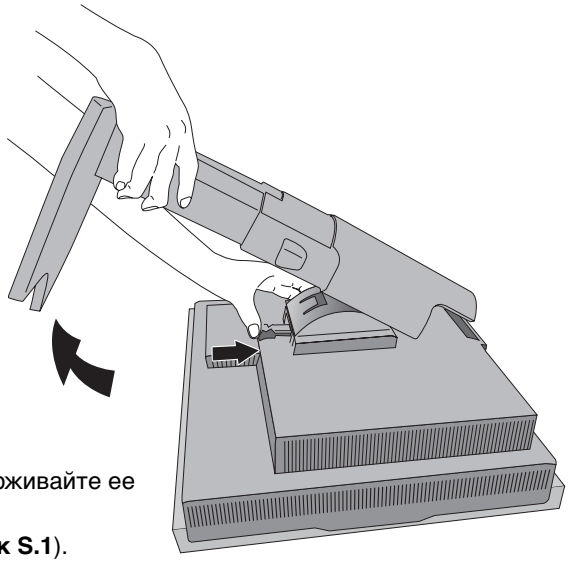

Рисунок S.1
3. Положите монитор экраном вниз на неабразивную поверхность. Ни в коем случае нельзя надавливать или иным образом воздействовать на датчик передней панели. Во избежание подобной ситуации положите монитор на стол экраном вниз так, чтобы датчик передней панели находился за пределами стола (**Рисунок S.1**).
4. Возьмитесь одной рукой за основание, а другой за защелку. Надавите на защелку в направлении, указанном стрелками, и удерживайте ее (**Рисунок S.1**).
5. Поднимите подставку, чтобы отсоединить ее от монитора (**Рисунок S.1**). Теперь монитор можно установить другим способом. Для того чтобы установить подставку, повторите действия в обратном порядке.